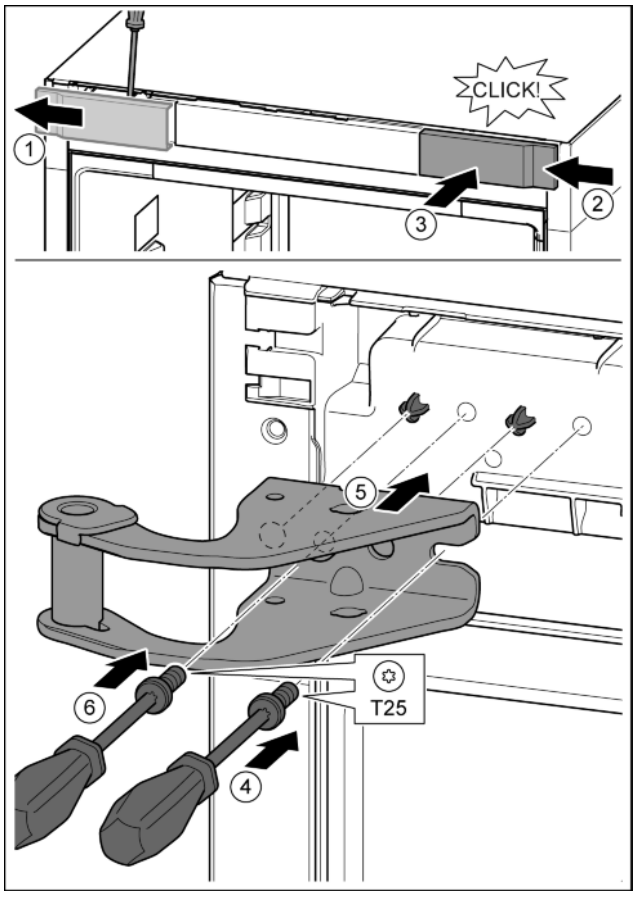

Fig. 13
▶ Undo the cover with a screwdriver and remove sideways. *Fig. 13 (1)*
▶ Rotate the cover 180° and clip onto the other side from the right. *Fig. 13 (2)*
▶ Click the cover into place. *Fig. 13 (3)*
▶ Position the screw with a T25 screwdriver. *Fig. 13 (4)*
▶ Position the upper bearing bracket. *Fig. 13 (5)*
▶ Tighten the screw. *Fig. 13 (4)*
▶ Insert the screw with a T25 screwdriver and tighten. *Fig. 13 (6)*